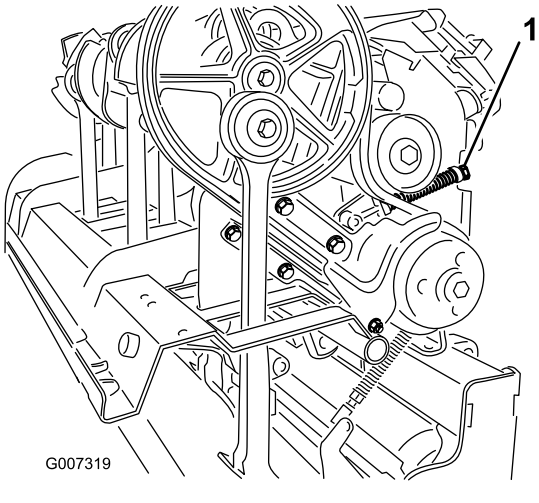

Figuur 38
4. Om de belasting van de spanpoelieveer te halen, draait u de borgmoer los waarmee de veerhouder bevestigd is (Figuur 38) en draait u de veerhouder.